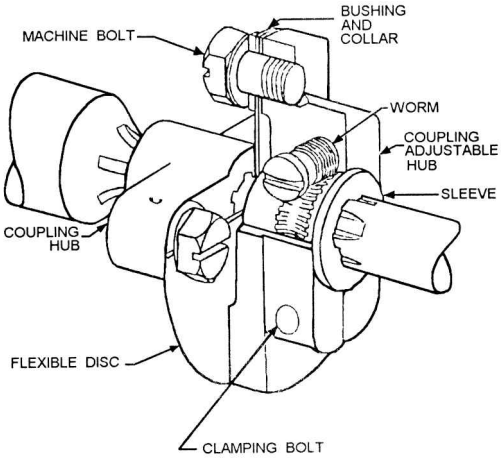

Figure 11-20.—Adjustable flexible (vernier) coupling.
4. The adjustable flexible (vernier) coupling (fig. 11-20), which is a combination of the flexible disk coupling and the adjustable (vernier) coupling.